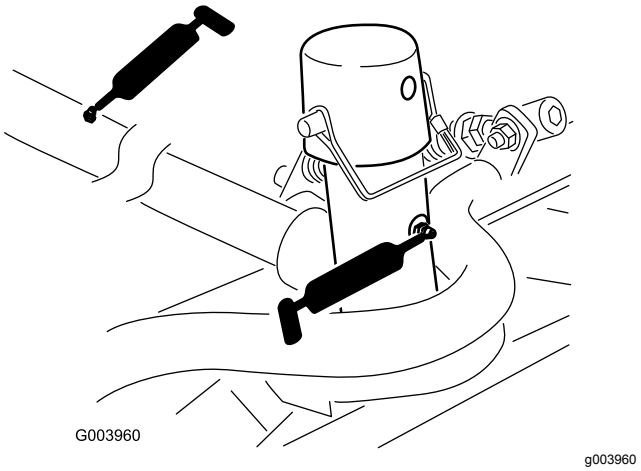

Figuur 78
- Draagframe en draaipunt van maaidek (2 elk) (Figuur 78)